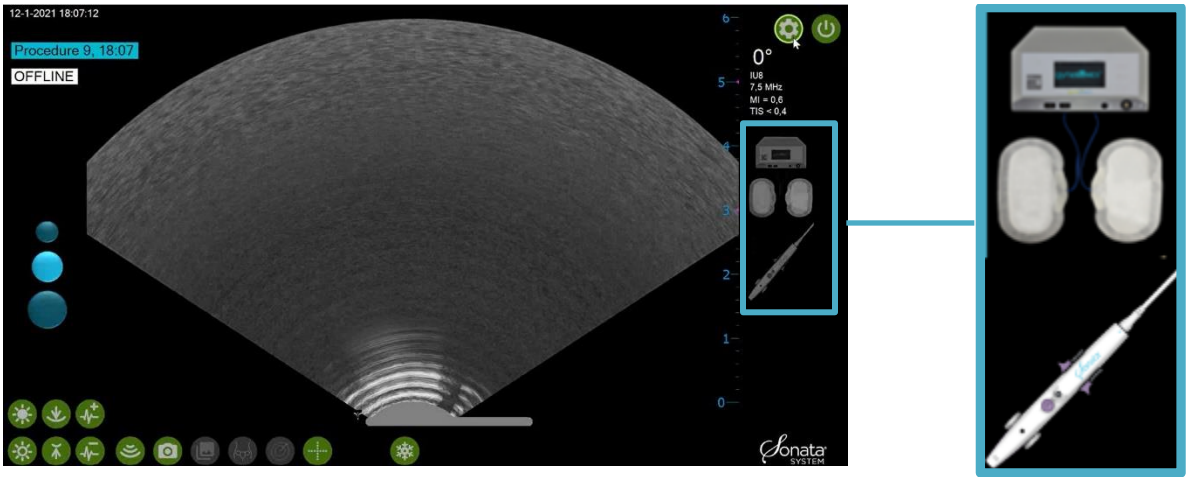

Afbeelding 3-23. Indicatoren voor aansluiting van componenten (RF-generator, patiëntenplaten en RFA-handstuk).
Aan de rechterkant van het scherm van het SMART Tablet worden drie (3) grafische indicatoren weergegeven; zie afbeelding 3-23. De indicatoren geven aan of de volgende componenten goed zijn aangesloten: